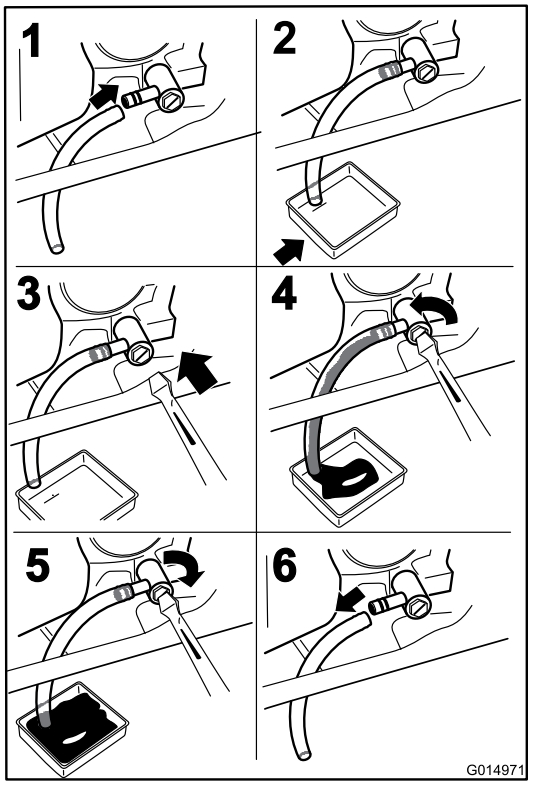

Figur 37
4. Stanna motorn, ta ur nyckeln och vänta tills alla rörliga delar har stannat innan du kliver ur förarsätet (Figur 37).